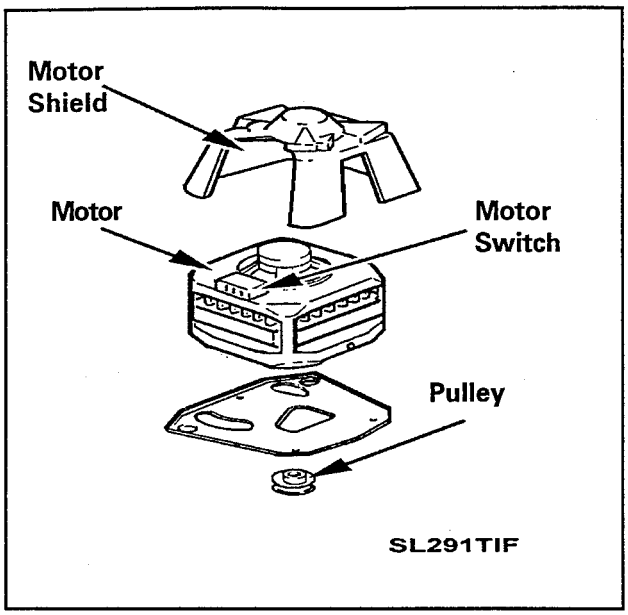

Figure 8-9
All washers are equipped with split phase reversible motors ***(Figure 8-9)***. The motor is 1/2 H.P., two speed. The motors have a four (4) pole and a six (6) pole winding and run at 1725 R.P.M. or 1149 R.P.M. respectively.